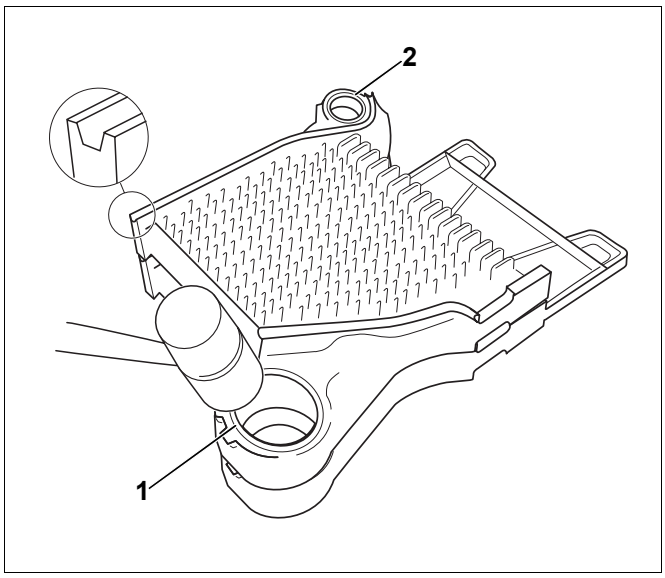

Rys. 12 Dociśnięcie członu środkowego do członu tylnego
- Nałożyć górną i dolną piastę członu środkowego (rys. 12, **poz. 1** i **2**) na złączki członu tylnego.
- Uderzać w człon środkowy młotkiem drewnianym lub gumowym, aby docisnąć go do członu tylnego (rys. 12).